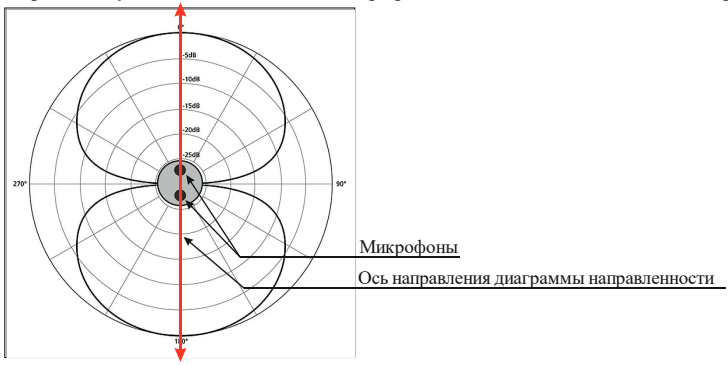

Рис. 3 Диаграмма направленности.
8. Максимальное подавление звуков, вне зоны оси, будет при установке регулятора баланса в среднее положение, при этом чувствительность обоих микрофонов должна быть одинаковая, см. рис.3.